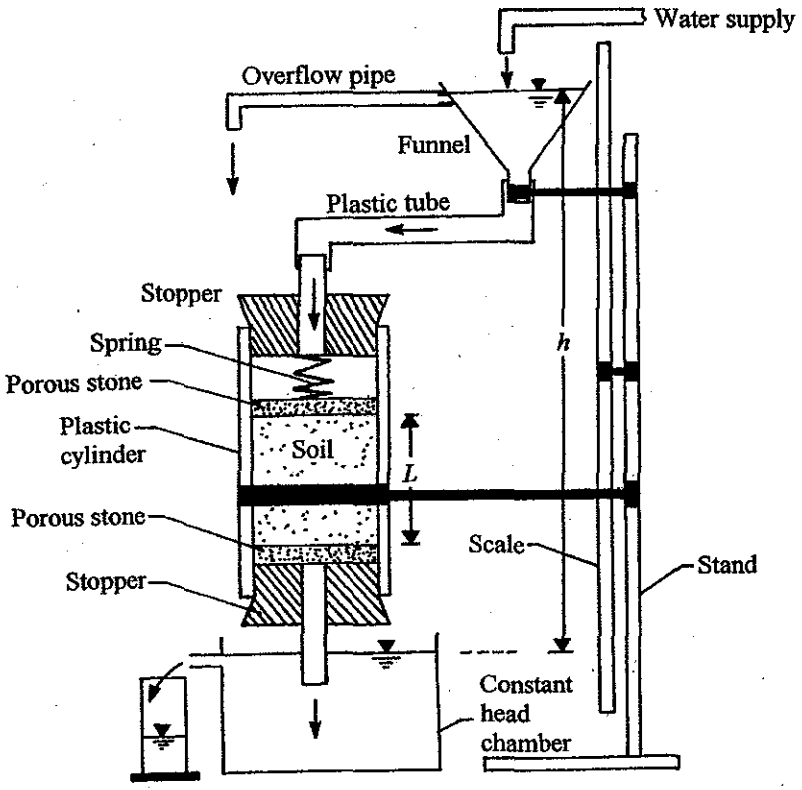

Figure 10–1. Schematic diagram of constant head permeability test setup.
A schematic diagram of a constant head permeameter is shown in Fig. 10–1. This can be assembled in the laboratory at very low cost. It essentially consists of a plastic soil specimen cylinder, two porous stones, two rubber stoppers, one spring, one constant head chamber, a large funnel, a stand, a scale, three clamps, and some plastic tubes. The plastic cylinder may have an inside diameter of 2.5 in. (63.5 mm). This is because 2.5 in. (63.5 mm) diameter porous stones are usually available in most soils laboratories. The length of the specimen tube may be about 12 in. (304.8 mm).
8. Measure the length (L) of the compacted specimen in the tube.
9. Assemble the permeameter near a sink, as shown in Fig. 10–1.